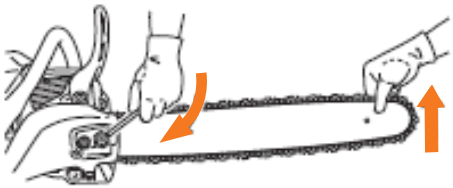

Рис. 5
- Приподнимите направляющую шину за ведомую звездочку слегка вверх и закручивайте винт натяжения цепи на передней крышке пока цепь не будет прилегать к нижнему краю шины, затем полностью закрепите боковую крышку (Рис. 5).